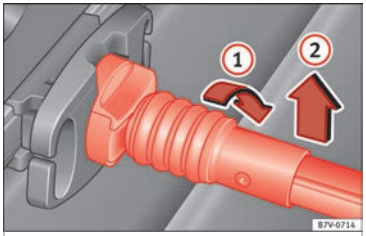

Bild 171 Lossa bagagenätet
- Vrid fastsättningsstången 90° åt höger ››› **bild 171** (1) tills den röda markeringen på stången syns. Dra fastsättningsstången uppåt (2).